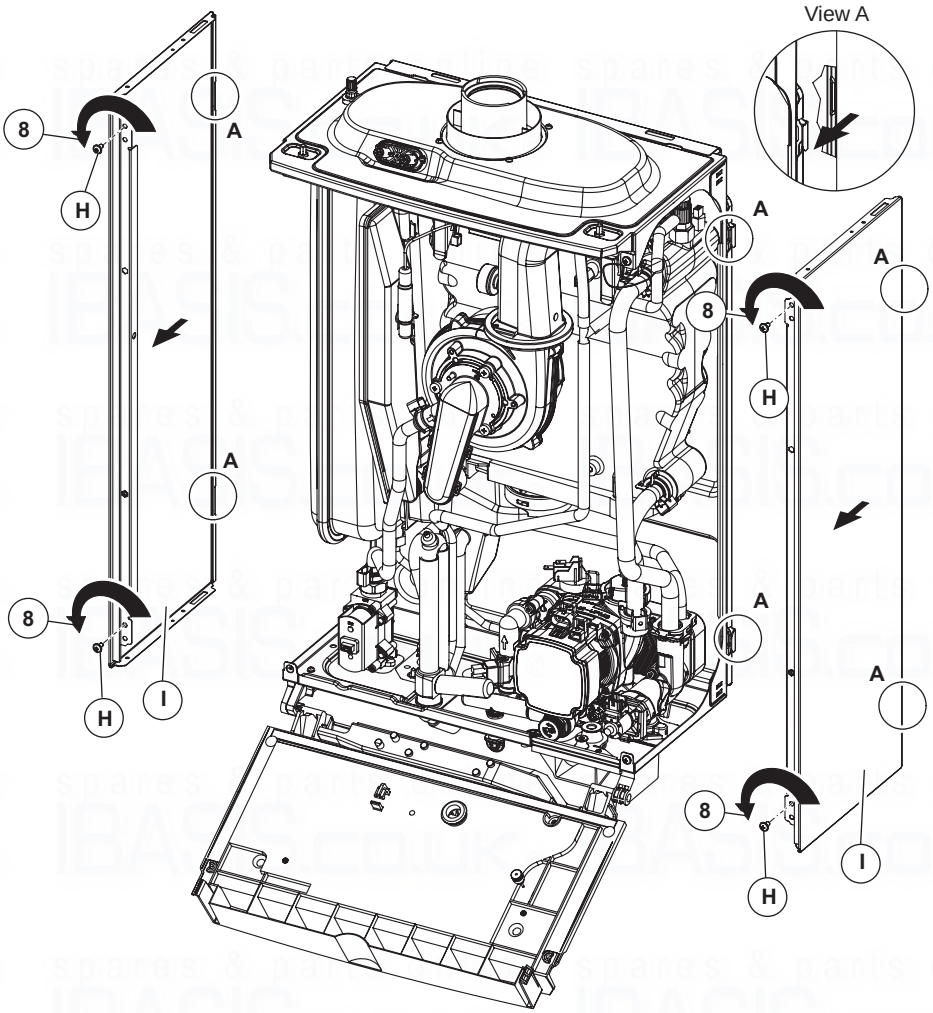

Fig. 6.4
**Side panels - Fig. 6.4**
8. Remove the screws 'H' securing the side panel 'I'. Lift the side panel and pull it forwards unhooking it from the rear panel (view 'A' in Fig. 6.4) Lower the panel out and away from the top cover.